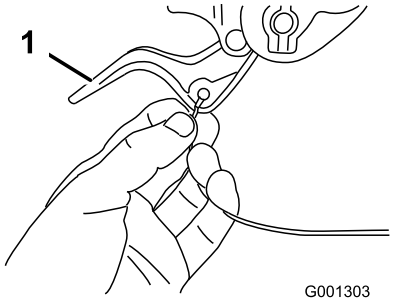

Figur 6
2. Før enten den venstre eller den højre kabelende over det nederste håndtag og ind i åbningen i den tilhørende hjulkoblingsarm (Figur 6).